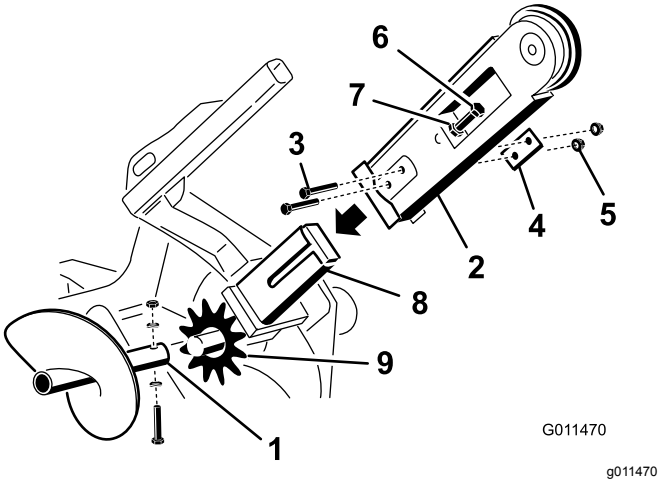

Figuur 3
3. Verwijder de bout, 2 speciale onderlegringen en moer waarmee de afvoerschroef is bevestigd en verwijder de afvoerschroef (Figuur 3).
4. Verwijder de 2 bouten, moeren, en dubbele onderlegringen van de zijkant van de graafarm(Figuur 3).
5. Maak de instelbout en contramoer los (Figuur 3).